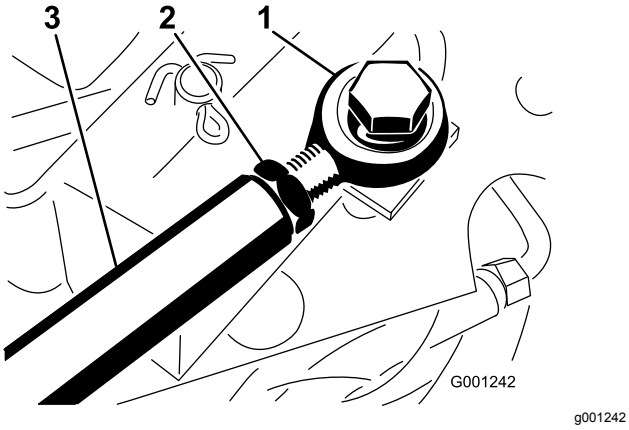

Figur 79
Hvis det er nødvendig med ytterligere justering, kan du justere trekkstaget (Figur 79) på følgende måte:
2. Løsne låsemutteren som fester stagets ende til trekkfunksjonsstaget (Figur 79).
4. Stram låsemutteren (Figur 79) og fest stagets ende til trekkpedalen med bolten og mutteren som ble fjernet for å låse vinkelen på pedalen.